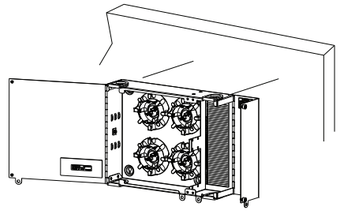

Figure 2
2. Open WME-04 and place into position **(Figure 2)**.